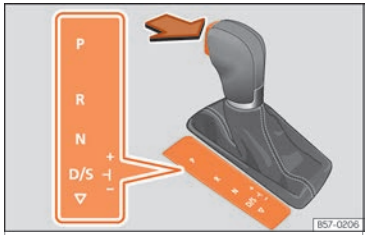

Fig. 247 Blocco della leva selettrice.
– Premere il pedale del freno e allo stesso tempo mantenere premuto il tasto di blocco nel senso indicato dalla freccia ››› fig. 247.